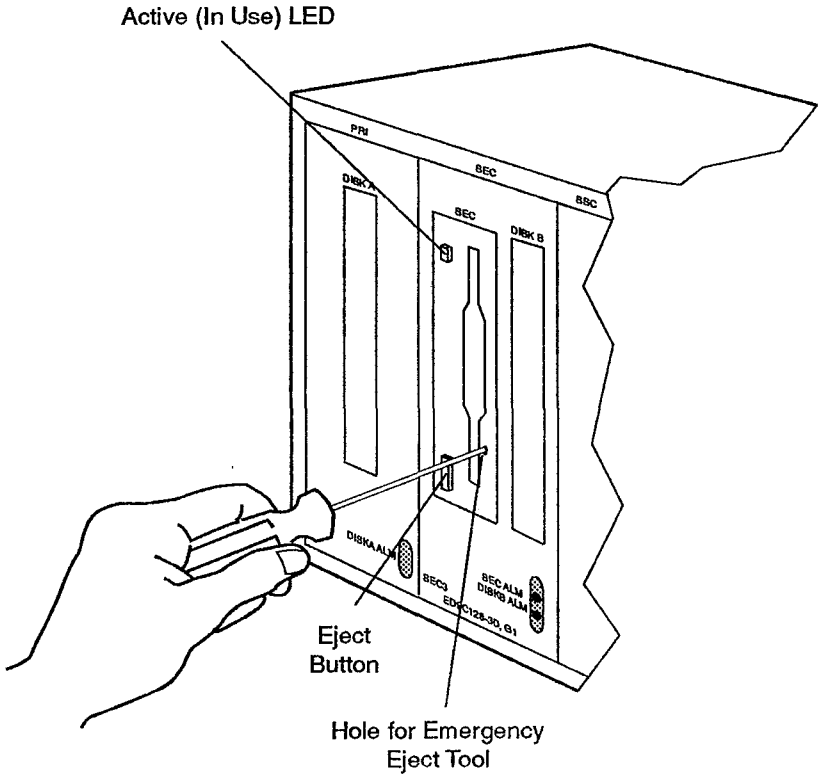

Figure 8-1. Using the Emergency Eject Tool
5. Look at the active (in use) LED on the optical drive. Figure 8-1 shows the location of the active (in use) LED.
6. Press the eject button at the bottom of the optical drive (SEC). Figure 8-1 shows the location of the eject button.
a. Insert the emergency eject tool (COMCODE 406923292) into the hole provided in the optical drive. Figure 8-1 shows the hole for the emergency tool and the orientation for inserting the tool into the hole.